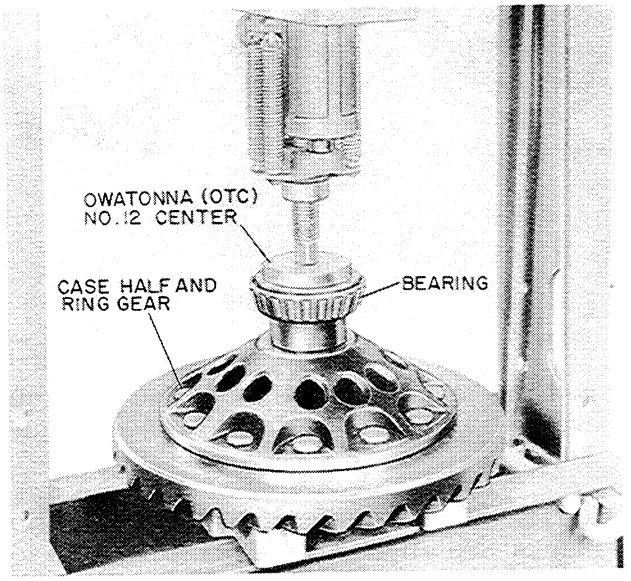

Figure T-60
1. If a new bearing is to be installed on the case half and ring gear assembly, press on the new bearing using on OTC No. 12 center, Figure T-60. Press bearing down until it contacts the shoulder on the case half.